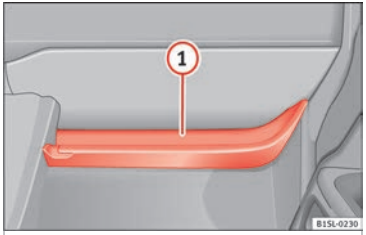

Fig. 123 Open storage compartment on the passenger side
In the open glove compartment there is a hook for bags ››› **Fig. 123** (1).